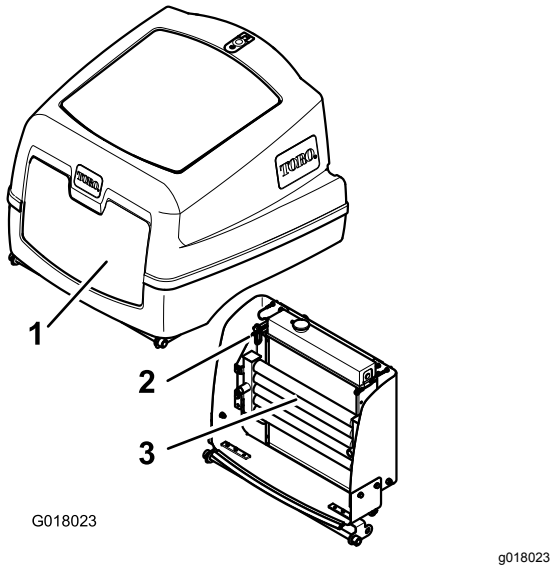

Rysunek 51
4. Zwolnij zatrzask i otwórz pokrywę silnika (Rysunek 51).